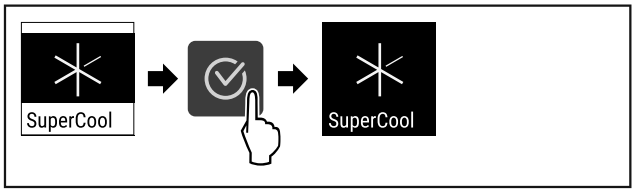

Fig. 74
▶ Ejecutar los pasos (consulte Fig. 74) .